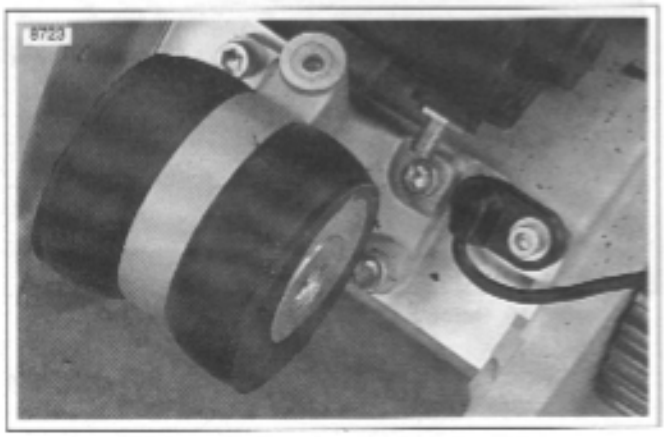

Figure 6-44. Rear Isolator Assembly
13. See Figure 6-44. Remove rear isolator assembly by removing the fragmed bus fasteners first and then the bus